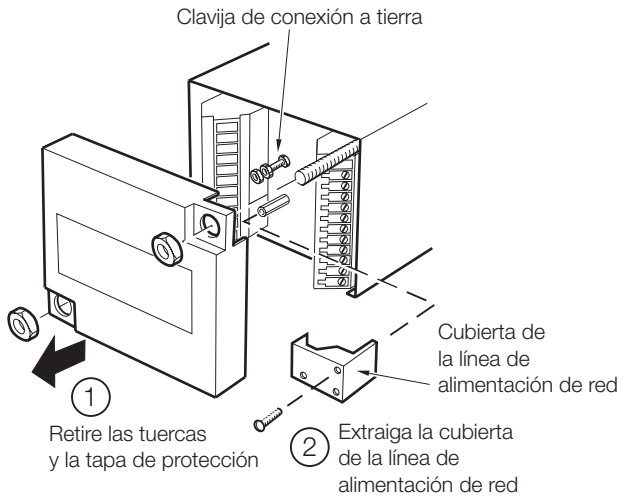

**Fig. 3.2 Acceso a los terminales – Instrumento de montaje en panel (vista posterior)**
### 3.1.2 Instrumento de montaje en panel – Fig. 3.2
**Nota.** Vea la Fig. 3.2 para mayor información sobre el acceso a los terminales.